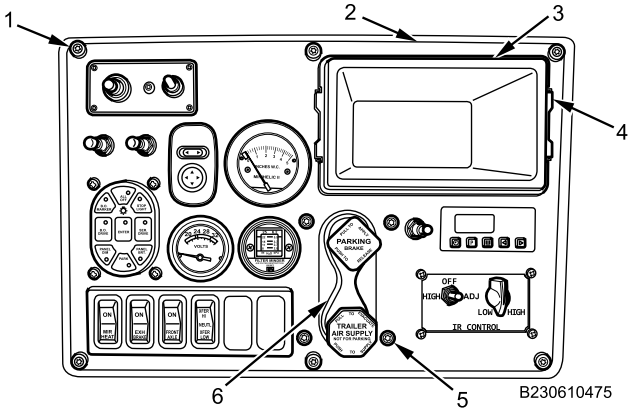

Figure 4. IP Center Trim Panel.
2. Position hand brake control valve (Figure 4, Item 6) on IP center trim panel (Figure 4, Item 2) and install with four screws (Figure 4, Item 5).
3. Align IP center trim panel (Figure 4, Item 2) to IP opening.
4. Install six screws (Figure 4, Item 1) securing IP center trim panel (Figure 4, Item 2) to IP.
5. Install storage bin (Figure 4, Item 3) in IP opening and push forward to engage retainers (Figure 4, Item 4).